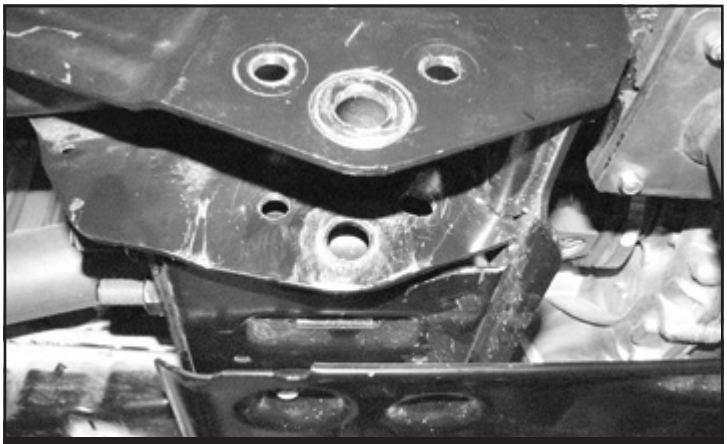

FIGURE 28 - STEP 33
33. Remove the factory crossmember and skid plate that is mounted between the factory radius arm pockets. Retain Hardware. **SEE FIGURE 28**